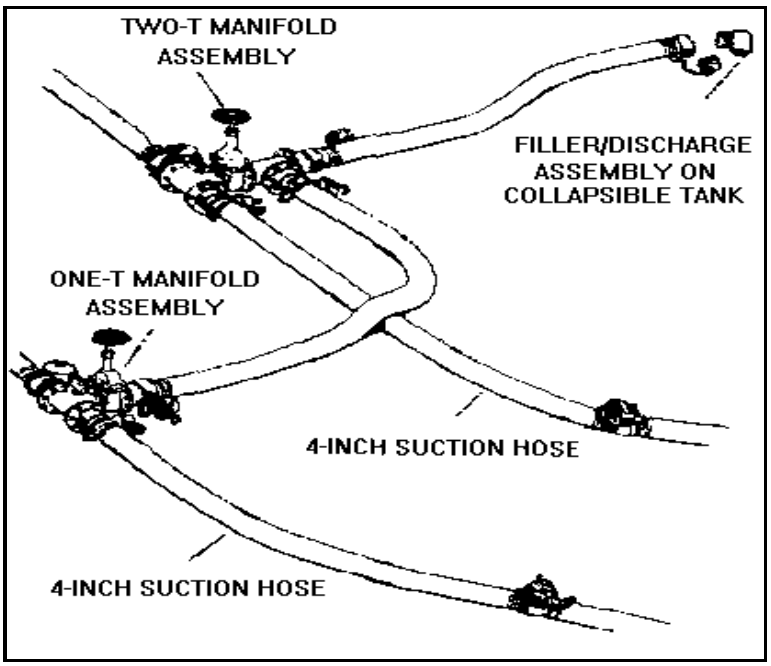

Figure 23-2. Manifold and hose assemblies
- The 10,000-gallon collapsible tanks. The FSSP normally has six 10,000-gallon collapsible tanks. One hoselines manifold assembly with two T-fittings and one assembly with one T-fitting are used with each tank. The manifold as shown in Figure 23-2, page 23-4**,** has two rising-stem, double-acting gate valves to control the flow of fuel into and out of the collapsible tank.